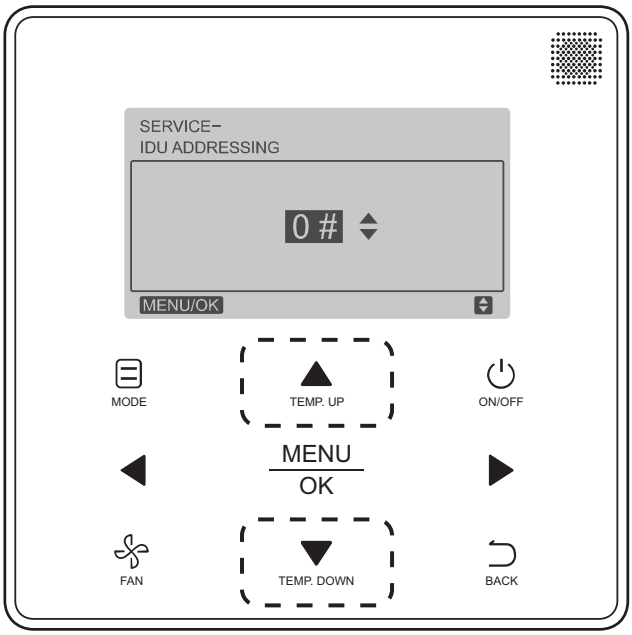

Fig. 30 —Programmable Controller (40VM900003) Setting IDU Address
3. Press **TEMP. UP** or **TEMP. DOWN** to choose the address. See Fig. 30. Press **MENU/OK** to send this address to the IDU.